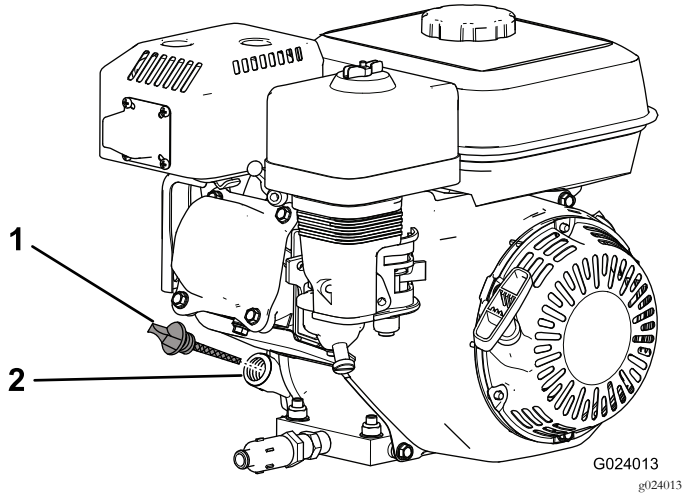

Figur 18
2. Stäng av motorn, låt den svalna och rengör området runt påfyllningslocket/oljestickan (Figur 18).